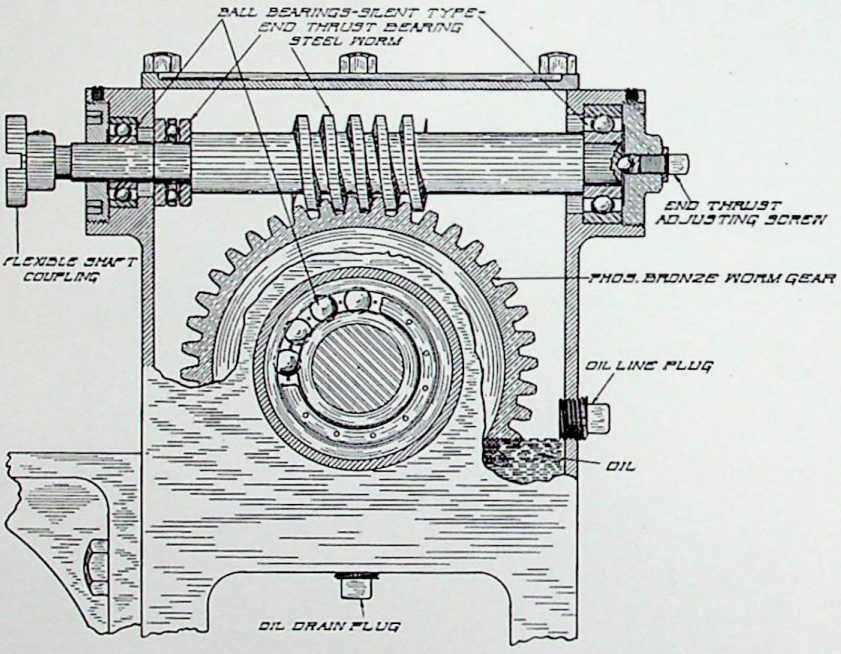

Fig. 2. Worm and Gear.
The operating unit (Fig. 1) including the coil and armature, may be removed from the casing and contacts changed or cleaned with very little trouble. The coil and armature (Fig. 2) are made in separate units and can be removed from the operating unit very easily should the necessity arise.
A. C. Relay Coil and Armature. Fig. 2.
The worm and gear of the unit are enclosed in a cast iron casing, as shown by Figure 2. It is self lubricating and requires practically no maintenance.
An adjustment screw, as shown in Figure 2, is provided to take up any wear which may occur in the worm or gear.